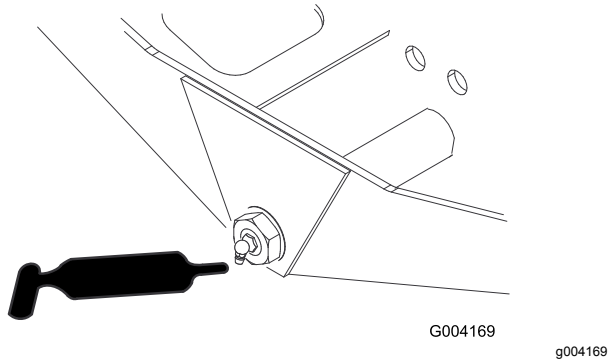

Figur 68
- Axelns styrtapp (1) (Figur 68)